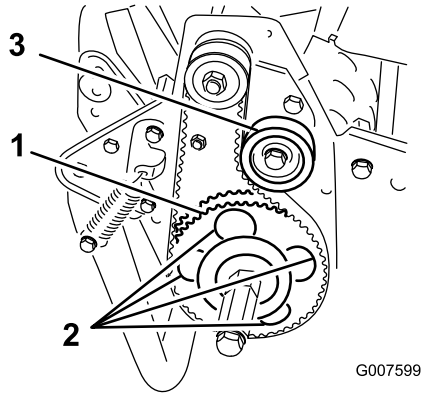

Figur 38
7. Vrid drivskivan tills hålen passar in med de fyra rullagrens flänsskruvar (Figur 38).
11. Justera remspänningen och dra åt mellanremskivans fästskruv (Figur 38).